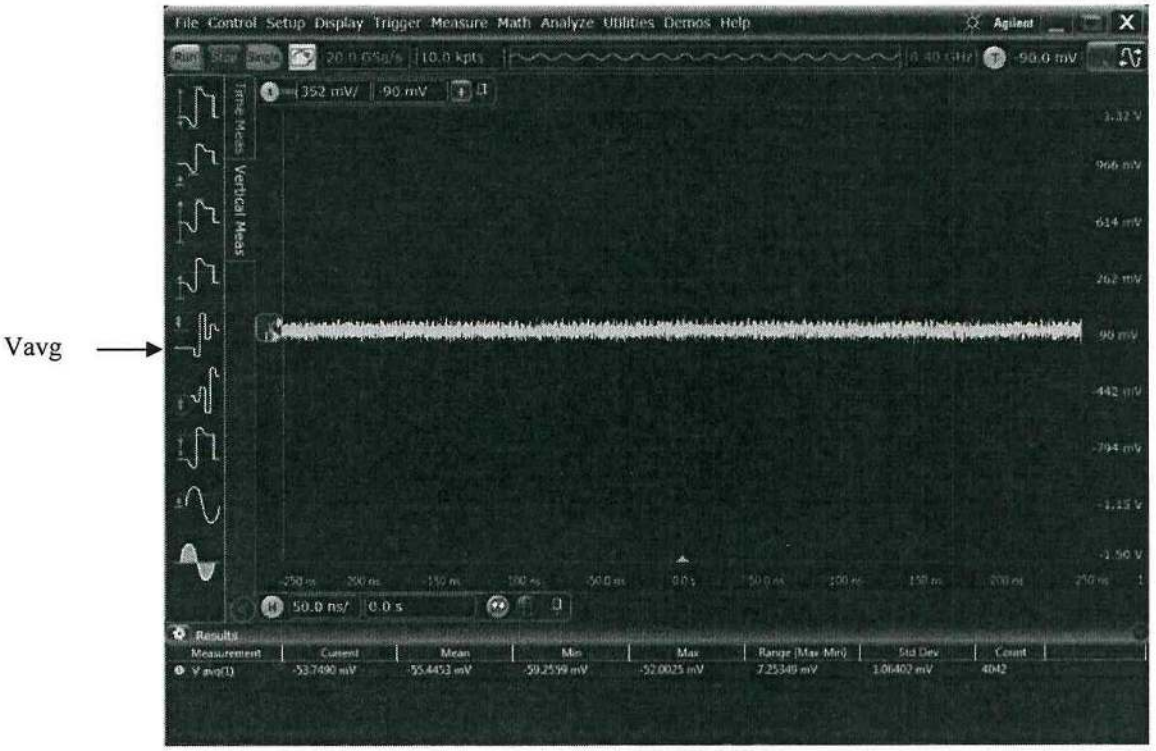

Рисунок 3
8.4.1.7 Нажать Vertical Meas (рисунок 3).